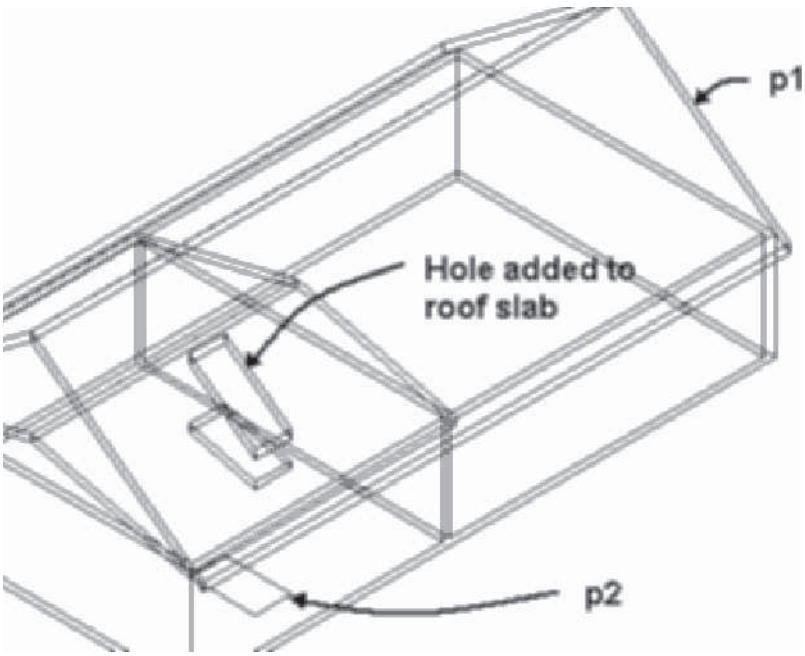

FIGURE 8.13 *Hole added to slab*
11. Select the roof slab at **p1** shown in Figure 8.13 and choose **Add** from Hole flyout menu of the Modify panel in the Slab contextual tab. Create a hole in the roof slab by selecting the polyline at **p2** as shown in Figure 8.13. Retain the polyline geometry. Press Esc to clear object selection.